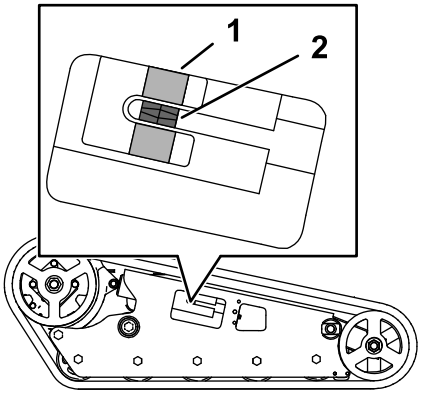

**Figuur 58**
Controleer of het spanblok uitgelijnd is met de groene indicator op de sticker of dat het blok 1,3 cm verwijderd is van de achterkant van de sleuf van de spanbuis (Figuur 58).
4. Gebruik een dopsleutel van ½" en draai de spanschroef tot het spanblok op één lijn staat met de groene indicator op de sticker of 1,3 cm verwijderd is van de achterzijde van de sleuf van de spanbuis (Figuur 58).
8. Controleer dat het spanblok zich in het groene gedeelte van de sticker bevindt, of 1,3 cm van de achterkant van de spanbuis, voor beide rupsbanden (Figuur 58). Indien nodig instellen.